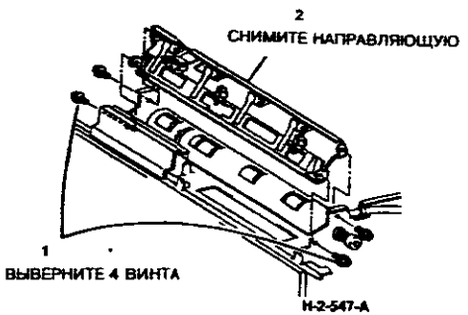

**Рисунок 3. Снятие направляющей вывода без сортировки**
5. (Рисунок 3) Снимите выходной желоб.